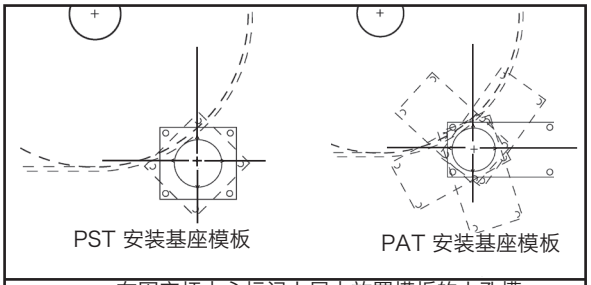

图 3 在固定杆中心标记上居中放置模板的大孔槽，然后旋转模板到所需角度并描记孔的位置
3. **标记并切割安装基座孔。**使用说明包中提供的安装基座模板，在卸料槽上定位模板的固定杆大孔,使孔槽对齐区划线。描记固定杆孔和安装孔（图 3）。只要固定杆中心点不变，便可在固定杆周围 360° 任意位置上安装各个基座。切除卸料槽两侧的孔。